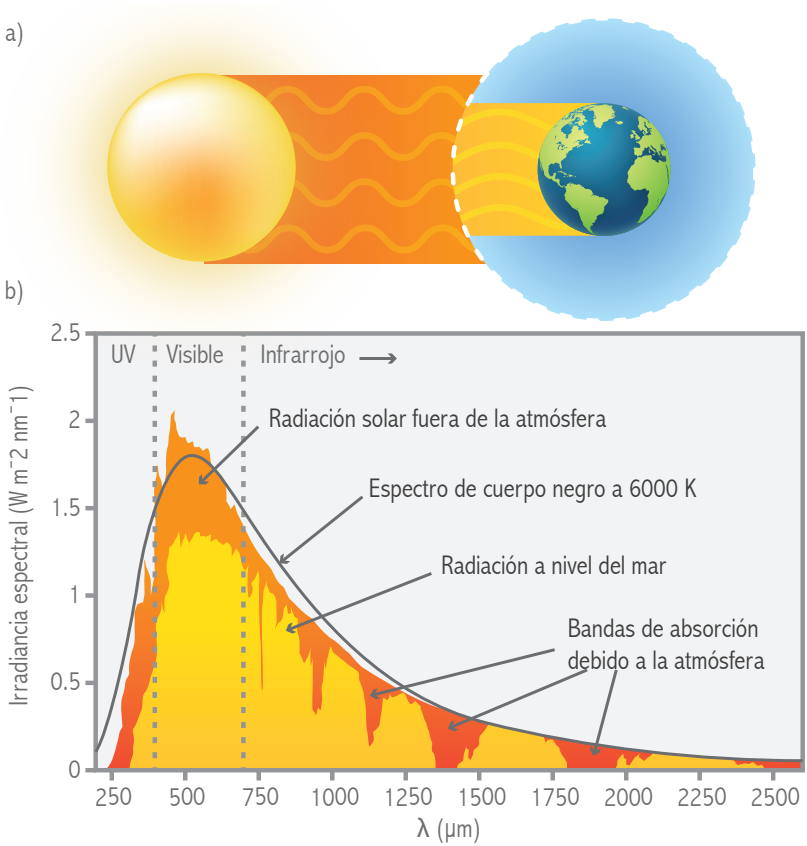

FIGURA 1
La composición espectral de la radiación solar es del 3% en el ultra violeta (UV), 53% en el visible y 44% en el infrarrojo cercano. Un vidrio comercial deja pasar la totalidad del espectro visible y dependiendo de la particularidad del vidrio, éste puede ser opaco al ultra violeta o al infrarrojo. En la Figura 1 se muestra el espectro de la radiación solar en el espacio exterior y después de atravesar la atmósfera. La parte del UV del espectro va desde unos 350 nm a los 400 nm, la visible desde los 400 nm a los 700 nm y el infrarrojo va de los 700 nm a los 2 500 nm.